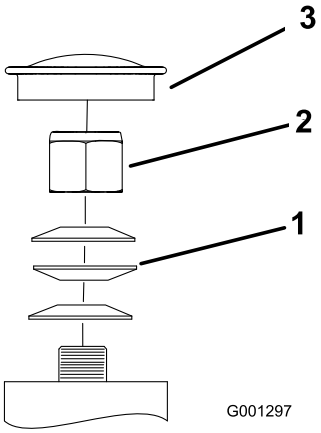

Figur 57
3. Fjern støvhætten fra styrehjulet, og spænd låsemøtrikken (Figur 57).
4. Spænd låsemøtrikken, indtil fjederskiverne er flade, og skru derefter 1/4 omgang ud for at indstille forspændingen på lejerne korrekt (Figur 57).
Vigtigt: Sørg for, at fjederskiverne monteres korrekt som vist i Figur 57.
5. Monter støvdækslet (Figur 57).